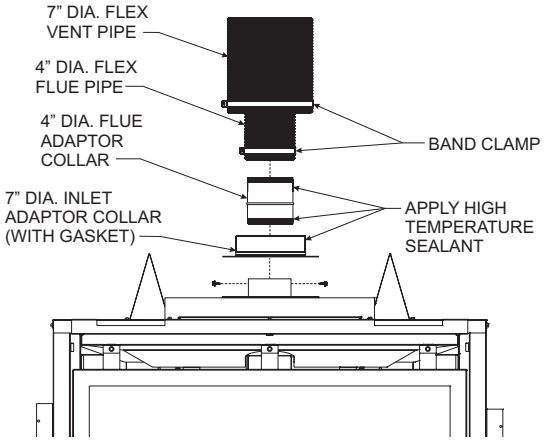

**Figure 44**
10. Apply sealant to the outside of the flue pipe adapter and connect to the flex flue pipe. Then insert the adapter into the fireplace flue. Secure flue adapter to the fireplace flue with a minimum of two screws provided. **See Figure 44.**